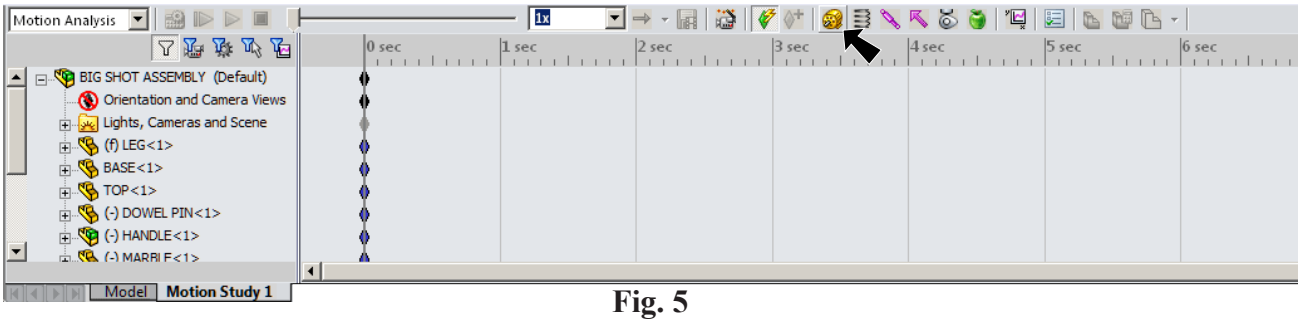

**Fig. 5**
Step 1. Click **Motor** on the Motion Manager toolbar, **Fig. 5**.